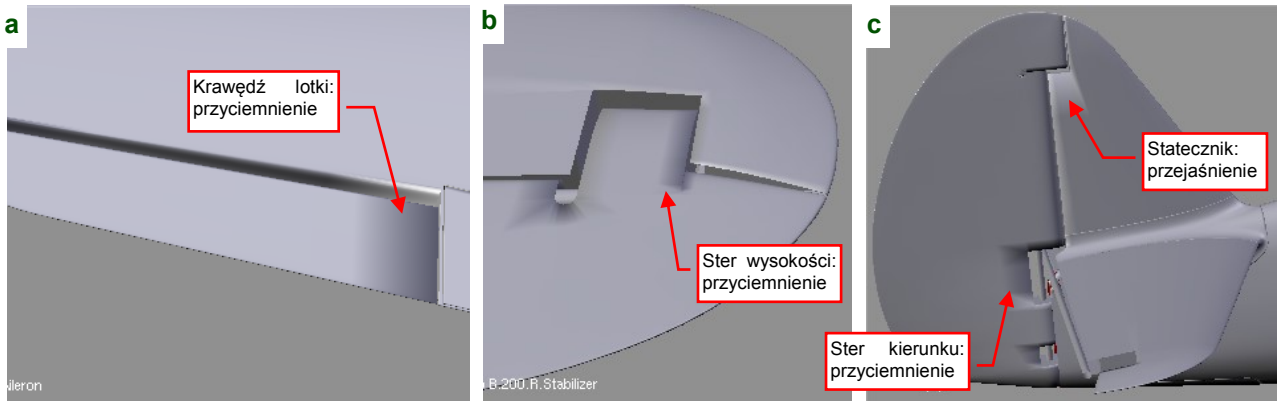

Rysunek 3.21.22 Artefakty na granicach ostrych krawędzi
- najprostsze: zmienić tryb cieniowania ściany z "gładkiego" (*Shade Smooth*) na "płaski" (*Shade Flat*). W przypadku powierzchni, które pokazuje Rysunek 3.21.22, lepiej jednak tego uniknąć. (Na powłokach, które teraz wyglądają jak gładkie, pojawiłyby się drobne krawędzie);